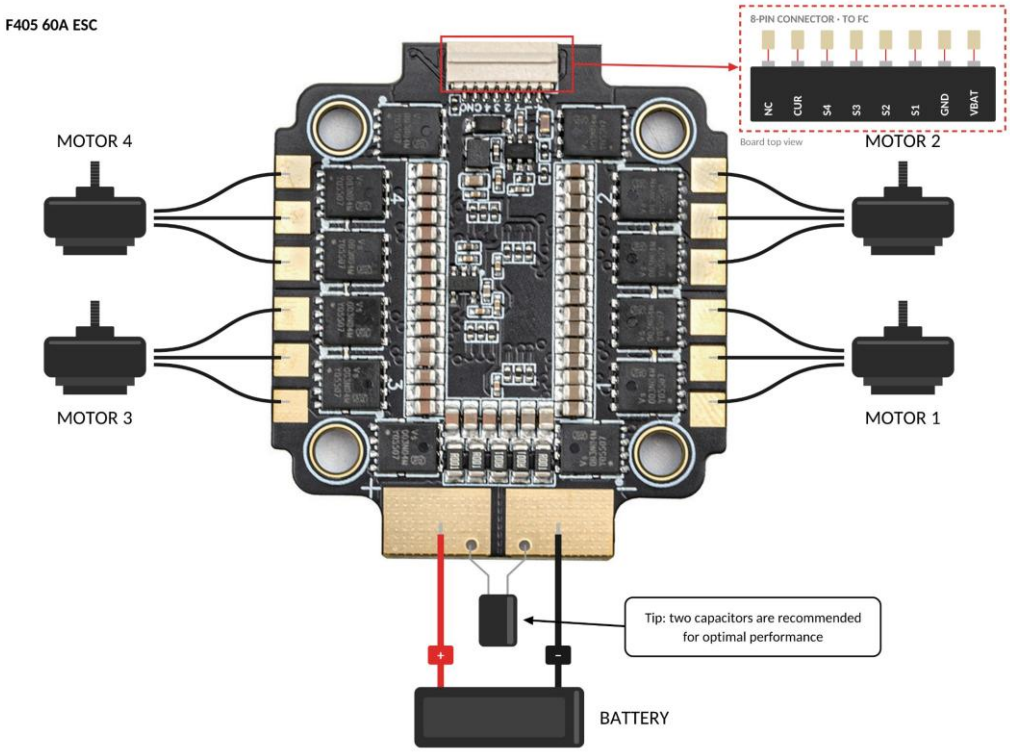

Fig.2. Installation et câblage de l'ESC
3. Pastilles moteur : Soudez les fils des moteurs aux pastilles de gauche (moteurs 4 et 3) et de droite (moteurs 2 et 1), comme indiqué sur la Fig.2.